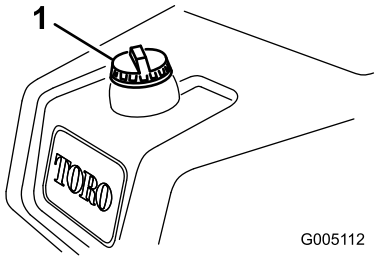

Figur 21
1. Rengjør rundt, og ta av lokket på drivstofftanken (Figur 21).